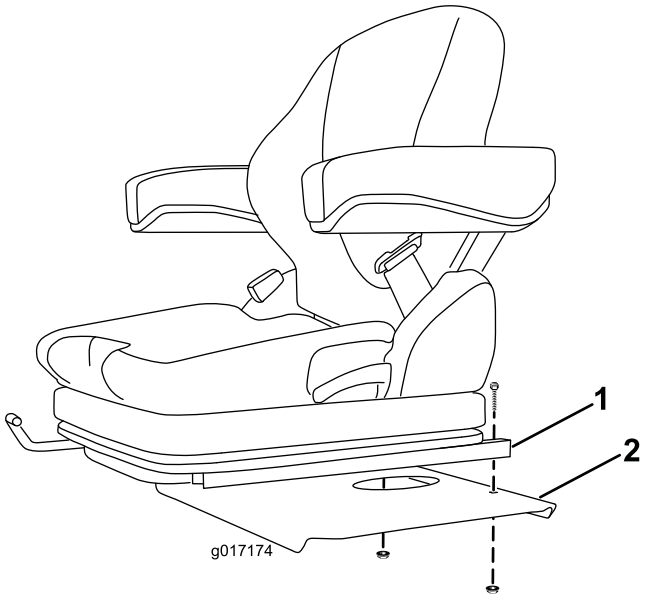

Figura 4
1. Montate la parte posteriore di ciascuna guida di scorrimento alla base del sedile utilizzando un bullone e un dado flangiato (Figura 4).